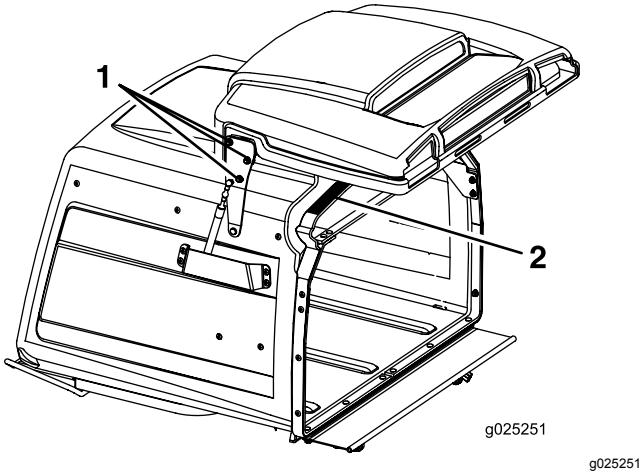

Figur 68
3. Løsn de 6 dørhængselmøtrikker (Figur 68).
4. Åbn døren, og anbring et gummistykke på 9,5 mm eller en slange på 9,5 mm i diameter mellem tragtbeholderen og tragtbeholderens dør (Figur 68).